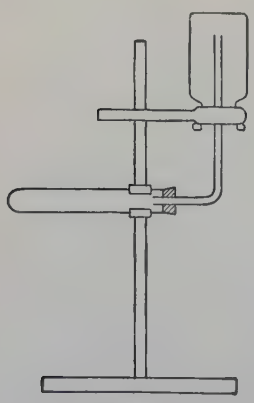

Fig. 8.
11. Preparation of Ammonia. Set up an apparatus as shown in Fig. 8. The bottles in which the ammonia is to be collected must be perfectly dry. Mix 10 g. of ammonium chloride with 10 g. of calcium hydroxide in a mortar and place the mix-